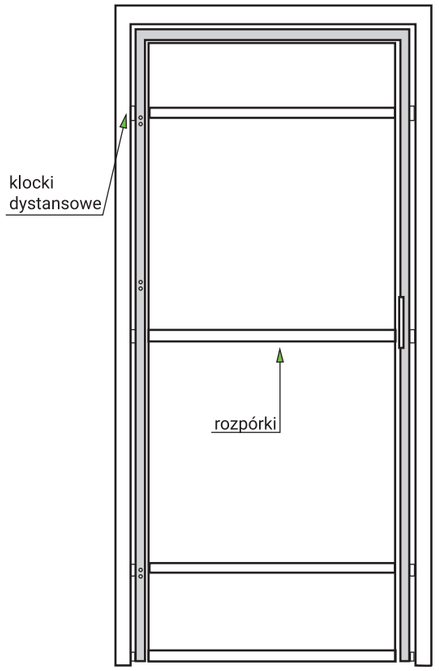

rys. 3 - Umiejscowienie klocków dystansowych i rozpórek
7. Na wysokości zawiasów dolnych, górnych, zamka oraz progu, pomiędzy ościeżnicę a mur włożyć klocki dystansowe. Elementy pionowe ustabilizować rozpórkami regulowanymi za pomocą klinów (**rys. 3**).